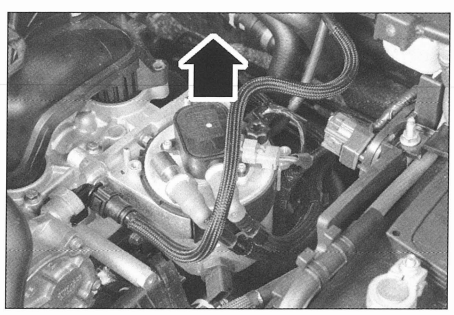

FIG. 43
- los 2 rácores (4).
- el conector (5).
- el filtro de gasoil tirando hacia arriba **(fig. 43)**.